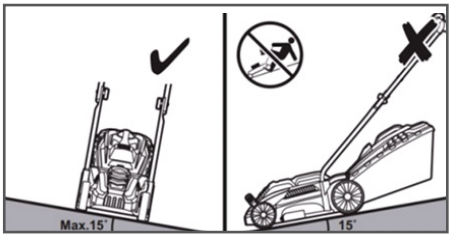

Рис. 10 Положение газонокосилки при кошении.
8. Запрещается работать газонокосилкой, если угол склона превышает 15° (Рис. 10).